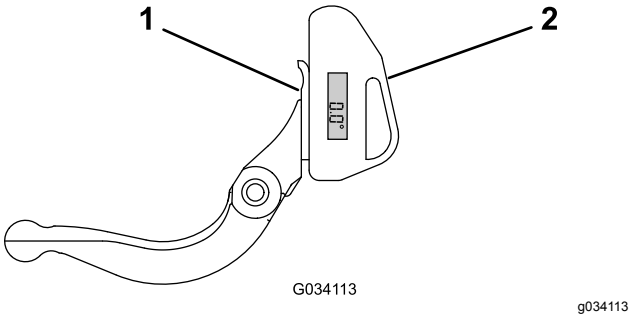

Figur 27
1. Placera vinkelindikatorn på underknivens undersida enligt Figur 27.